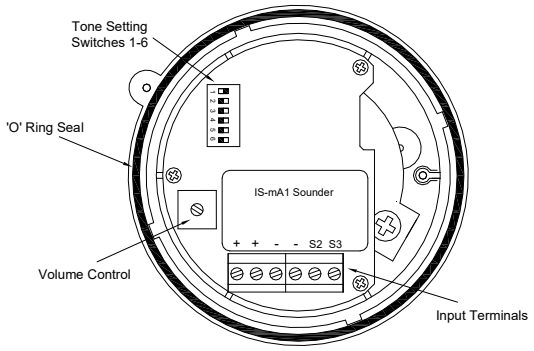

Fig 2 Location of field terminals and controls.
Tone Selection – To select the required first stage tone set the tone switches 1 to 6 (see Fig 2) to the tone setting shown in the table below. The table also shows which 2nd and 3rd stage tones are available for use with the selected first stage tone if more than one tone output stage is required.
c. Fit the required number of 20mm cable glands or conduit entries into the base and connect the field wiring to the appropriate sounder terminals as shown in section 6 and fig 2 of this manual. The power supply terminals + and - are duplicated so that sounders may be connected in parallel, or an end of line monitoring resistor may be fitted.
d. Select the required output tone by positioning the six switches as shown in Table 1 and Fig 2.
f. Check that the 'O' ring seal is correctly located on the sounder section (see Fig. 2) and insert the sounder section into the base. Push it fully home and turn it clockwise to align the mouldings before tightening the security screw.
The output level of the IS-mA1 sounder can be set by adjusting the volume control potentiometer (see Fig 2).